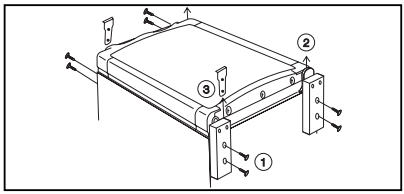

Afbeelding 7.
9. De draairichting van de deur veranderen (Afbeelding 7)